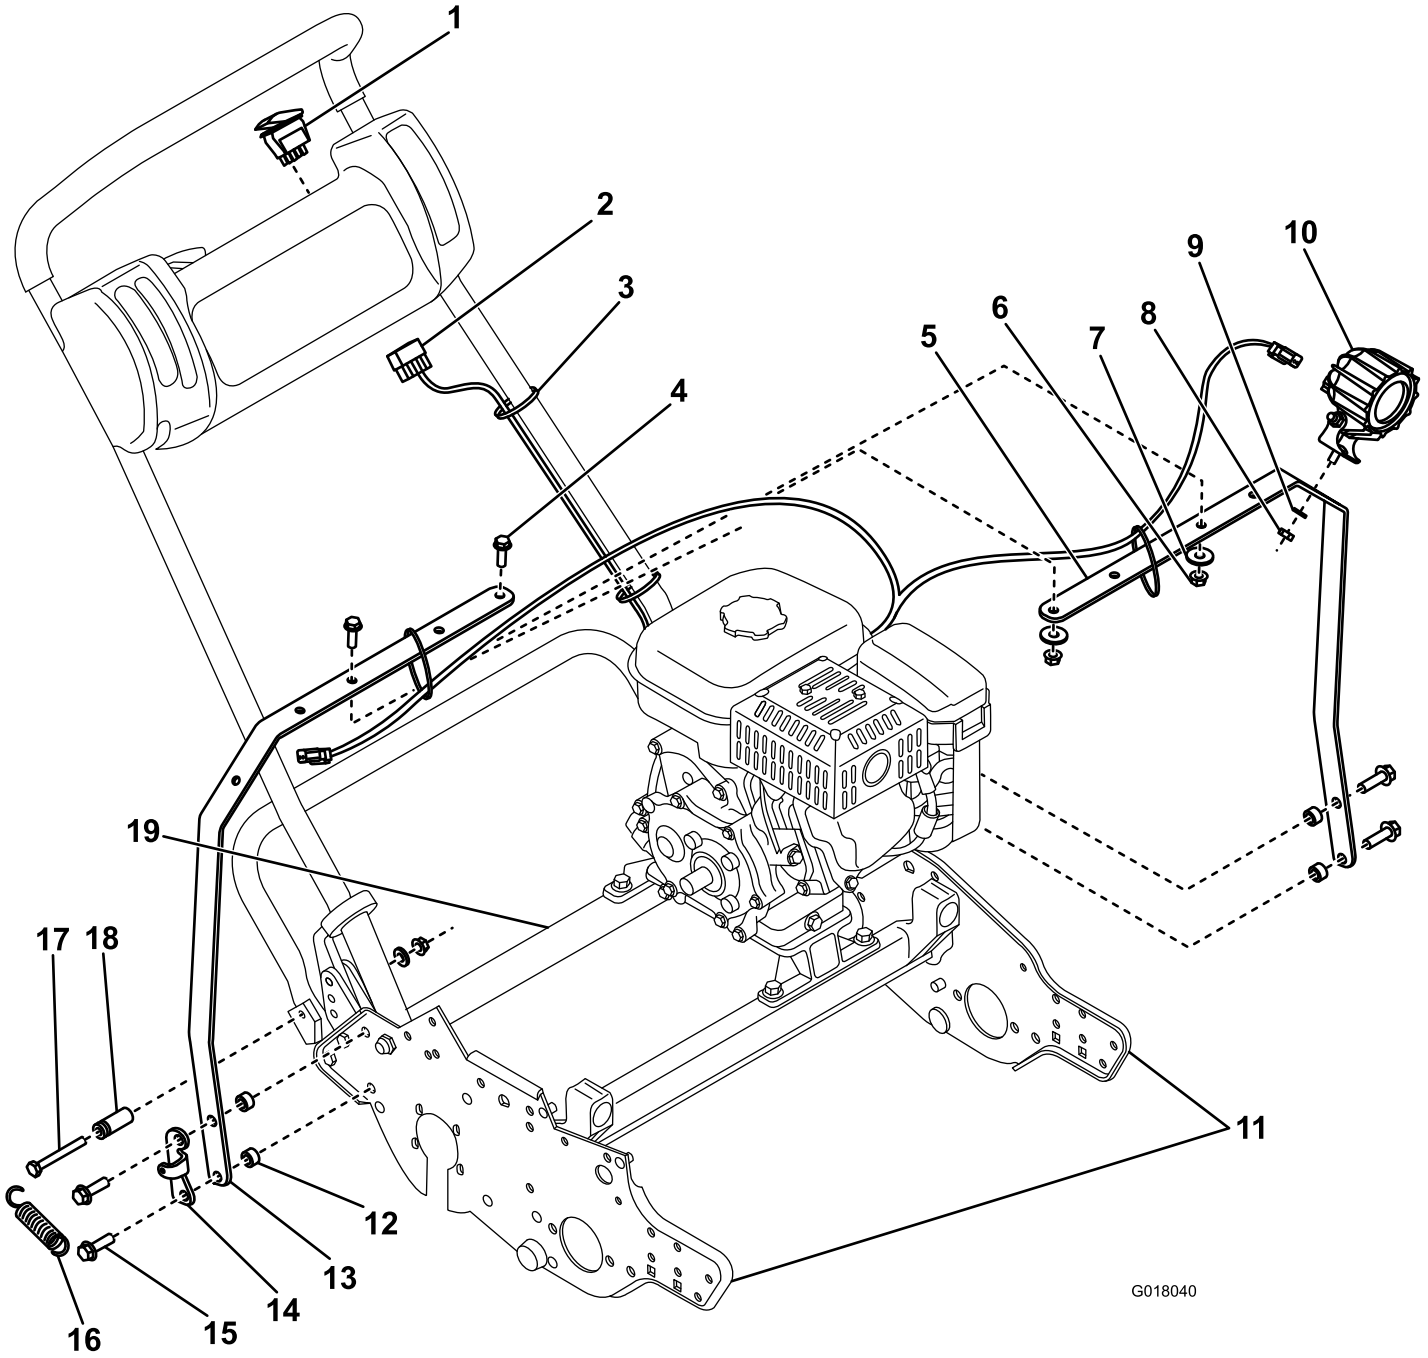

Figura 2
2. Retire los 2 pernos (3/8 pulgada) que conectan la chapa lateral derecha al travesaño trasero y al soporte del muelle (Figura 2).
3. Sujete el soporte del muelle que retiró anteriormente y la barra derecha a la máquina con 2 espaciadores y 2 pernos (3/8 x 1-1/4 pulgada) (Figura 2).
4. Retire los 2 pernos (3/8 pulgada) que conectan la chapa lateral izquierda al travesaño trasero (Figura 2).
7. Monte las luces en la barra y sujete cada una con las fijaciones que están conectadas a las luces (Figura 2).
8. Enchufe el arnés de cables en las luces (Figura 2), conectando el extremo largo a la luz derecha.
9. Retire el tapón del hueco e instale el interruptor en el panel de control, luego conecte el arnés de cables de las luces al interruptor (Figura 2).
10. Enchufe el conector eléctrico del arnés de cables en los cables azules con conectores bala hembra que salen de la carcasa del soplador del motor (Figura 2).
11. Amarre el arnés con bridas (Figura 2) y oculte el exceso de cable debajo del panel de control.
12. Retire el retenedor de muelle antiguo e instale el retenedor nuevo con un perno (5/16 x 2-3/4 pulgadas) (Figura 2). Instale también el muelle que retiró anteriormente.